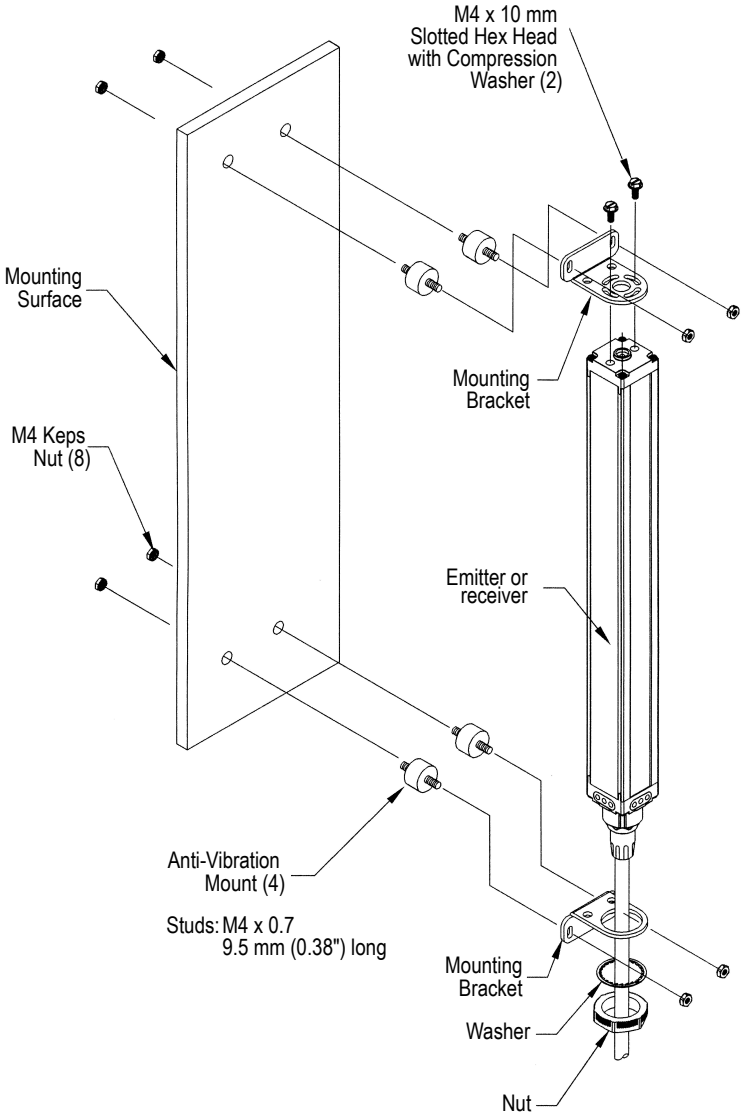

Figure 6. A-GAGE High-Resolution MINI-ARRAY emitter and receiver mounting hardware
1. Mount the emitter and receiver in their mounting brackets; see *Figure 6* (p. 8).